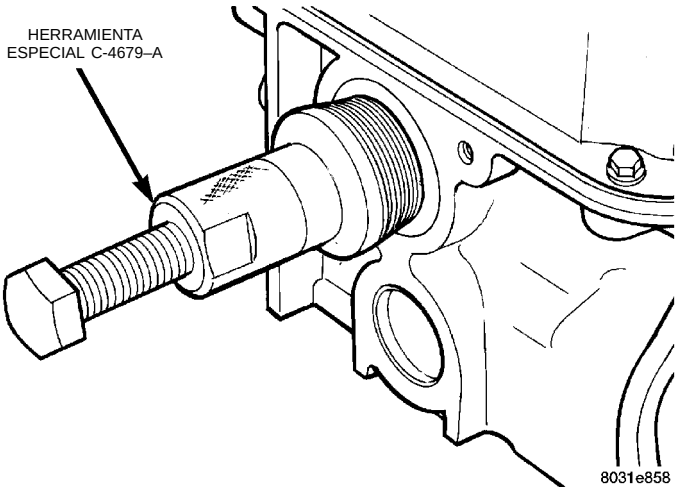

Fig. 39 Desmontaje de la junta de aceite del árbol de levas
(3) Retire la junta del árbol de levas, con la Herramienta especial C-4679–A (Fig. 39).